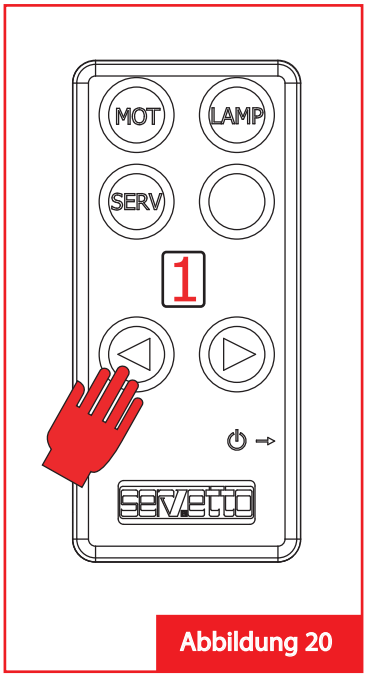

Abbildung 20
3. Wählen Sie auf der Fernbedienung die gewünschte Position (vom 0 bis 9) durch die eigenen Pfeile (Abbildung 20).